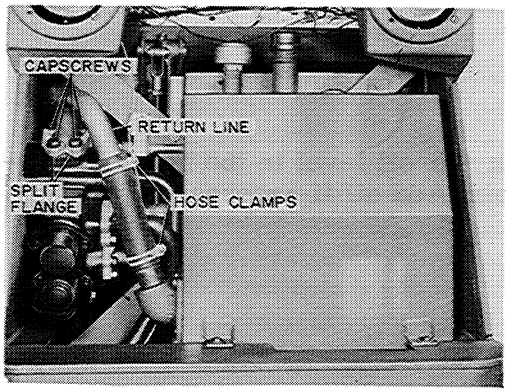

Figure D-83
3. Install the hydraulic oil return line and hose, Figure D-83. Install the split flange on the return line and install the cap screws, Figure D-83.
Then tighten the hose clamps, Figure D-83.